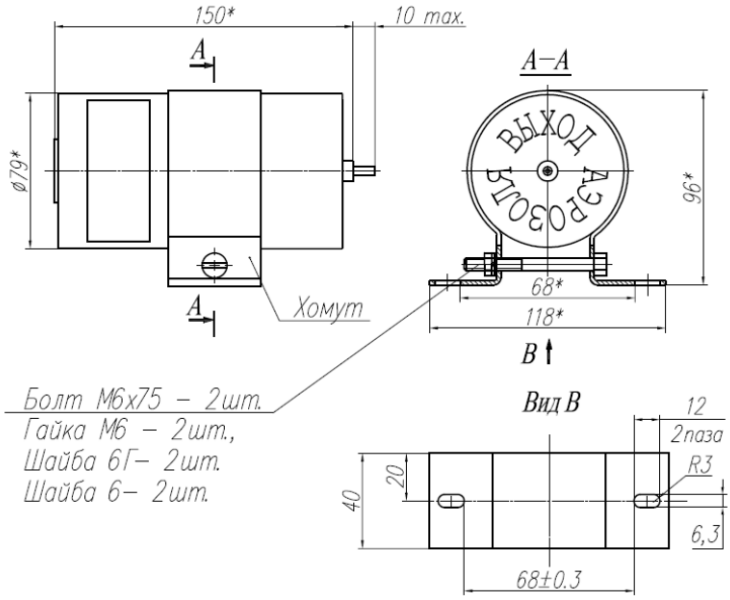

Рис. 2 Способ крепления ГОА.
4.1. Генератор размещается непосредственно на защищаемом объекте (в помещении, на транспортном средстве и т.д.) и монтируется на стене или вертикальной части конструкции объекта. Монтаж генератора производится с помощью кронштейна крепления (рис.2). При выборе расстояния между генератором и объектом тушения
необходимо учитывать длины зон с повышенной температурой п. 11 раздела 2, но оно не должно превышать, по возможности, 3,0 м. Для монтажа сверлятся 2 отверстия диаметром 8 мм под пластмассовый дюбель 8 мм на глубину 48 мм в соответствии с размерами, указанными на (рис.2). Кронштейн крепления закрепляется шурупами диаметром 6 мм и длиной 35мм. На металлических конструкциях кронштейн крепления закрепляется при помощи 2 винтов М6х30, 2 шайб пружинных 6 и 2 гаек М6 через 2 паза 6,3 мм. (Метизы в комплект поставки не входят).
5.1.3. Генератор в рабочем положении крепится к потолку или стенке внутри защищаемого объекта при помощи кронштейна рис. 2.